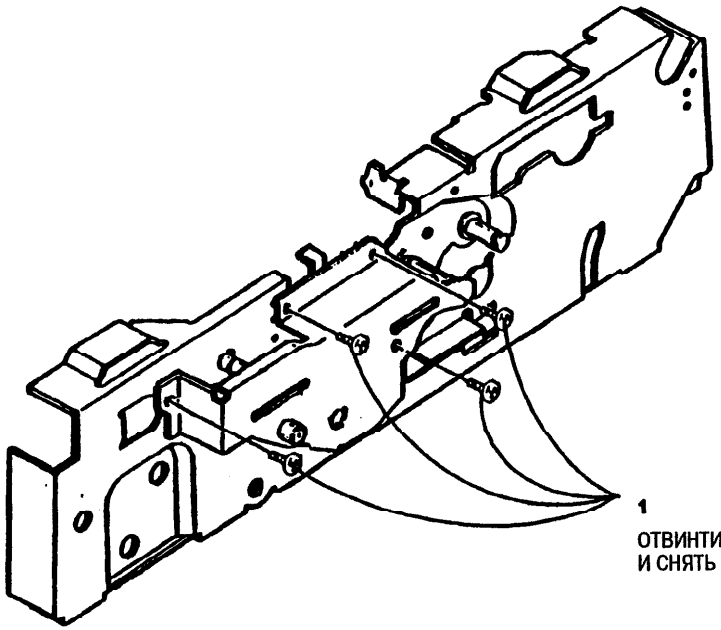

Рис. 1. Снятие привода фьюзера/транспортёра бумаги
2. (Рис. 1): Снять привод фьюзера/ транспортёра бумаги.